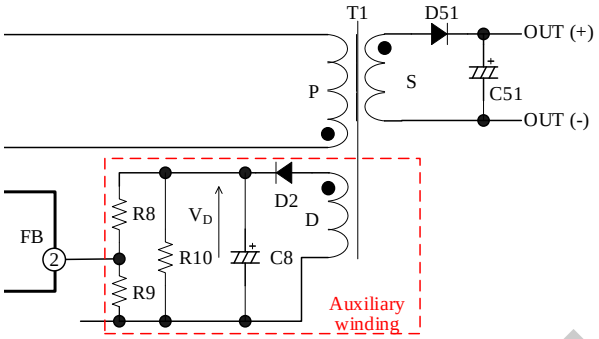

Figure 11-4. Detection by Auxiliary Winding
Without an optocoupler, the secondary output voltage is controlled by detecting the voltage coupled by the secondary output and the transformer in the primary side, using the auxiliary winding, D, as shown in Figure 11-4. The relation between the smoothing voltage, V_D, and the secondary output voltage, V_{OUT}, is determined by the ratio of the auxiliary winding turns, N_D, and the secondary winding turns, N_S, as shown in Equation (2).